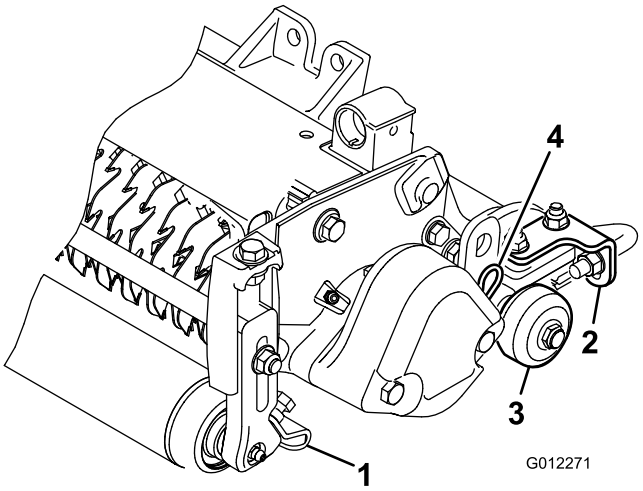

图6
1. 松开固定滚筒刮刀的凸缘螺母 （图6）。
在切根刀下放到底板或从主机中拆下之前，应放低行走滚筒 （图6） 以防止刀片接触到坚硬的表面。